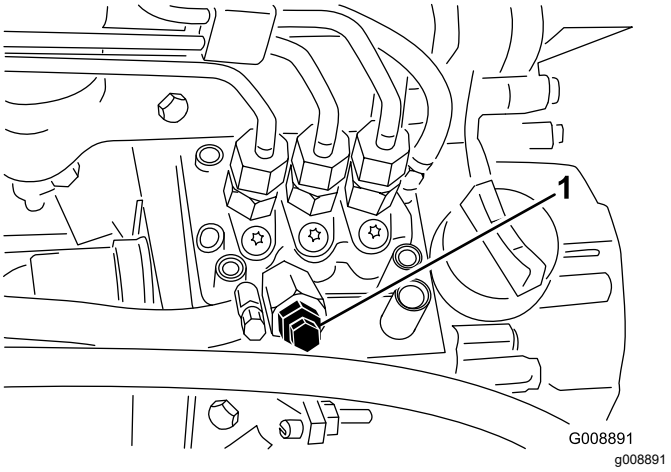

Figuur 45
4. Draai de ontluchtschroef op de brandstofinjectiepomp open (Figuur 45).